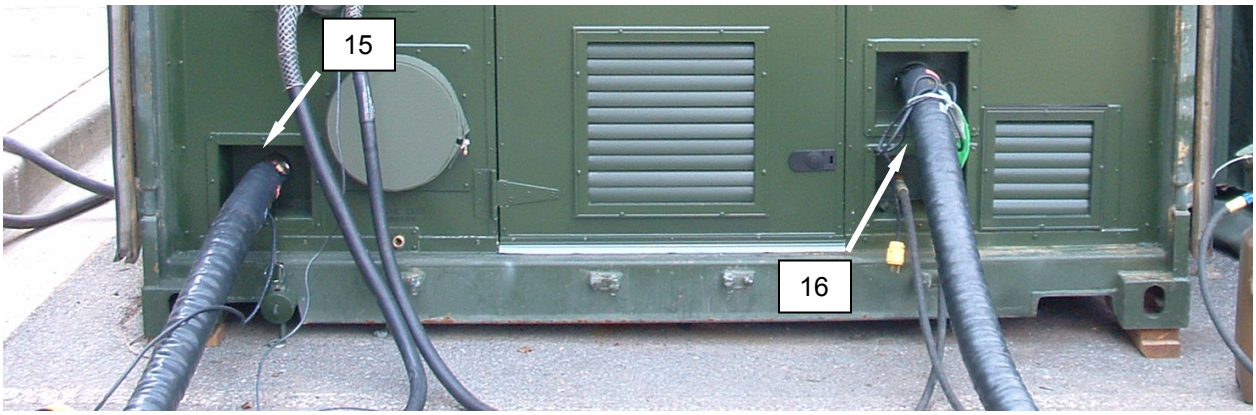

Figure 23. Disconnect Hoses during NBC Imminent or Actual Attack.
10. Disconnect the waste water hose **(Figure 23, Item 15)** and water supply hose **(Figure 23, Item 16)** from the service wall.